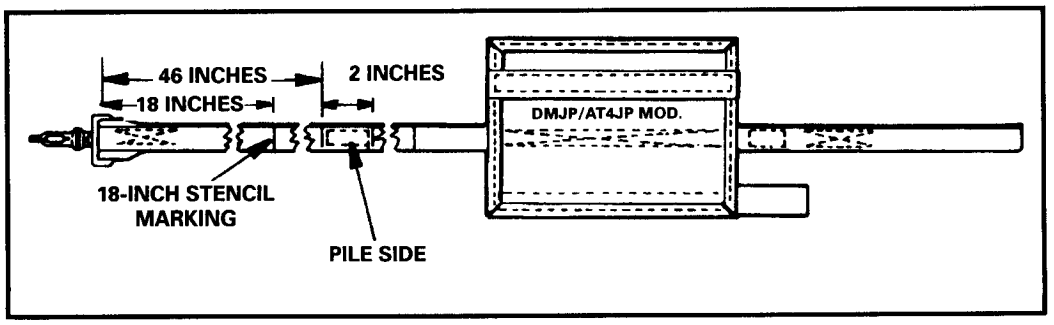

Figure 12-4. Method for attaching HPT and stencil markings.
(1) Stitching will conform to FED-STD-751, Type 301, 7 to 9 stitches per inch.
(2) Ends of stitching will be over-stitched not less than 1/2 inch.
c. **Modification Procedure (Figure 12-4).**
(1) Carefully cut the stitching that secures the 2-inch-long HPT located about 11 3/4 inches from the ejector snap end and remove cut stitching.
(2) Cut a 2-inch length of HPT. (If the previously removed HPT is undamaged, it may be used in lieu of replacement tape.)
(3) Place marks 46 and 48 inches from the folded web edge ejector snap end on the same side of the removed 2-inch HPT of the 1-inch-wide lowering line.
(4) With pile side facing up, position the 2-inch HPT between the markings and stitch with a single box stitch formation.